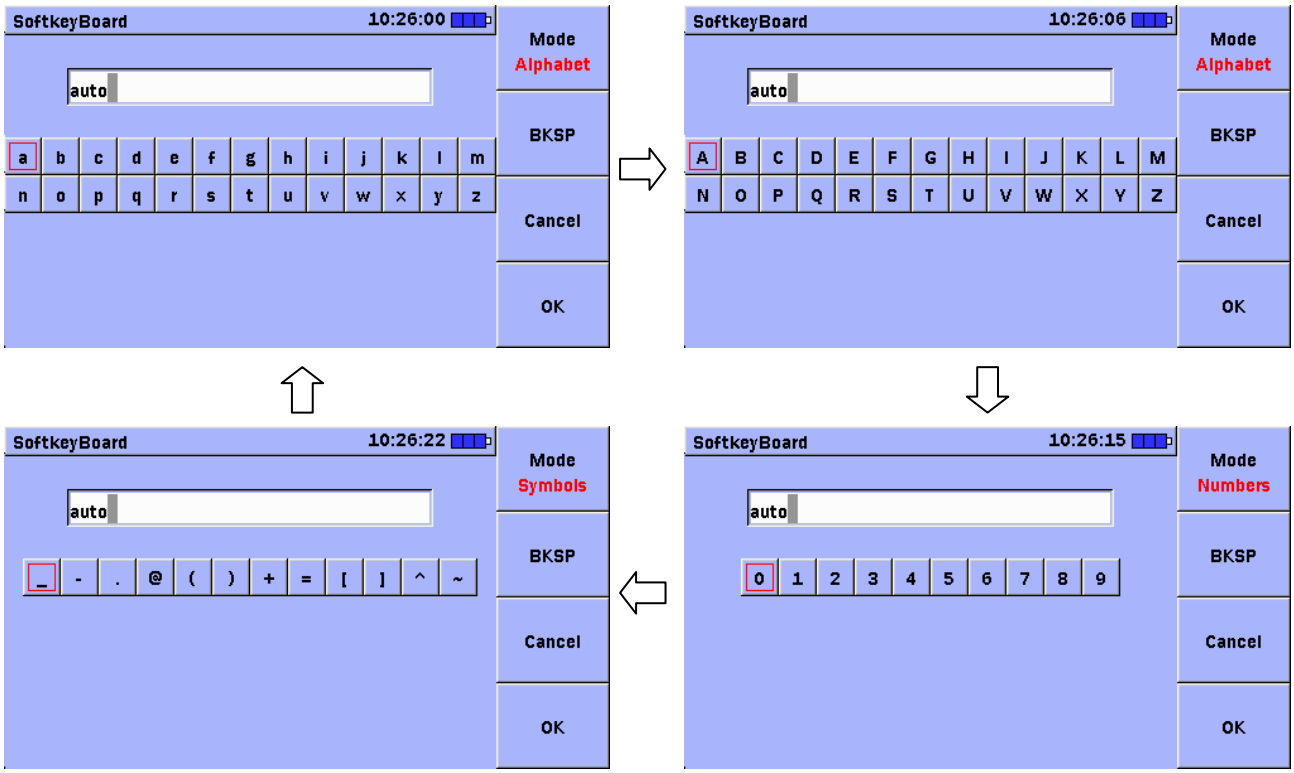

Figure 3.6-1 Input Character Transitions
2. Each press of F1 switches the input character type. Select one from Alphabet, Numbers, and Symbols as shown in Figure 3.6-1. Press F1 to select the type of character input. The current character type is displayed in F1.